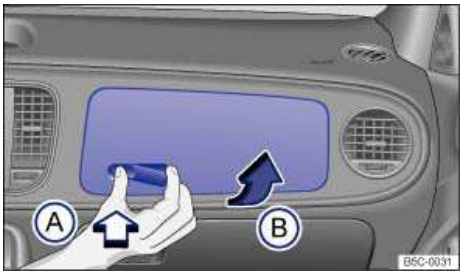

Fig. 106 On the passenger side: Opening the upper glove compartment (if equipped).
- To *open*, press on the depression in the opening handle ⇒ fig. 106 (arrow (A)). Then lift the glove compartment lid upward using the handle (arrow (B)).
To *open*, pull the handle ⇒ fig. 106 **A** in the direction of the arrow.